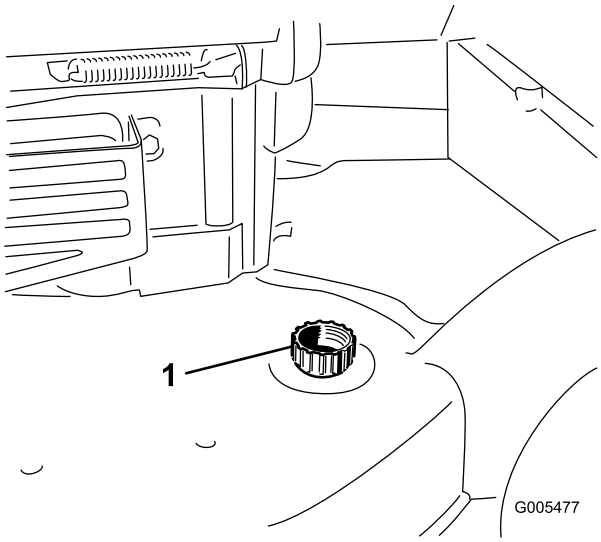

Figuur 42
3. Bevestig een tuinslang die aangesloten is op een kraan aan de wasaansluiting (Figuur 42).